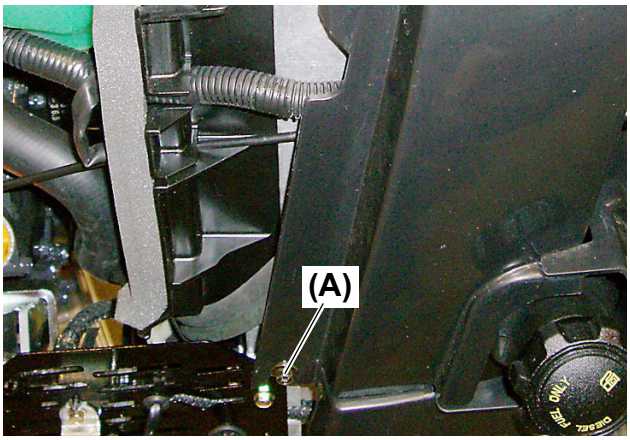

Fig. 4
3. Remove the one (1) screw **(Fig.4, (A))** from the lower left side of the dashboard upper.